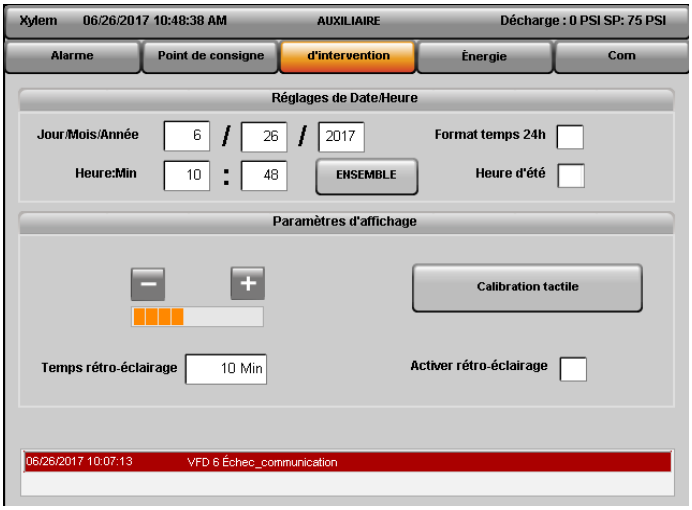

Figure 5.5.28 – Page Configuration de la date et l'heure
- **Mois/Jour/Année** – Entrer les **Mois, Jour et Année** actuels dans leur case respective comme l'illustre la Figure 5.5.28.
- **Heures:Min** – Entrer les heures en format 24 heures et les minutes de 0 à 60 dans leur case respective comme l'illustre la Figure 5.5.28.